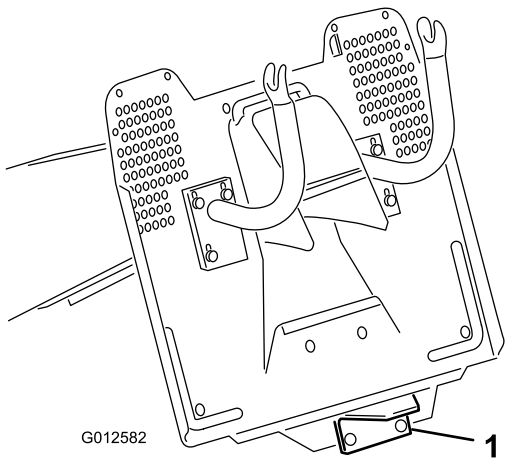

Figuur 19
2. Bevestig het werktuig aan de trekhaak onderaan op het achterste deel van de tractor (Figuur 19).